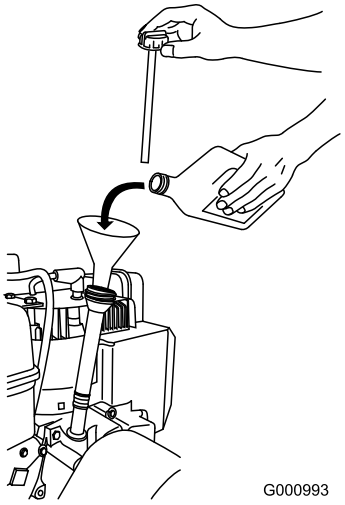

Figur 18
1. Fyll **långsamt** på olja i påfyllningsröret så att nivån höjs till markeringen Full på oljestickan. **Fyll inte på för mycket** (Figur 18).